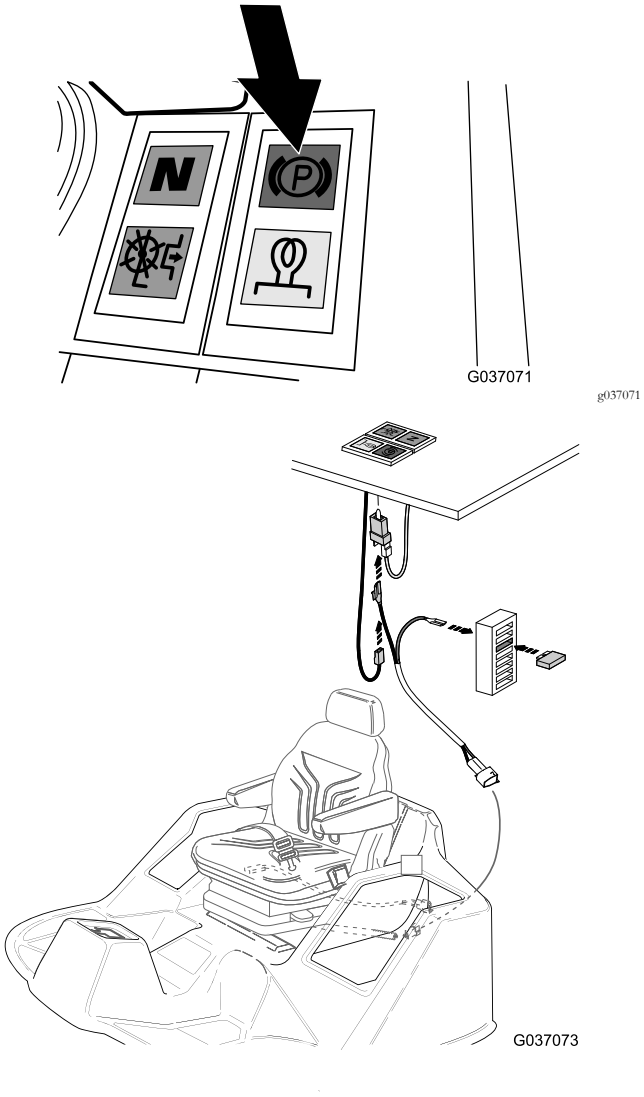
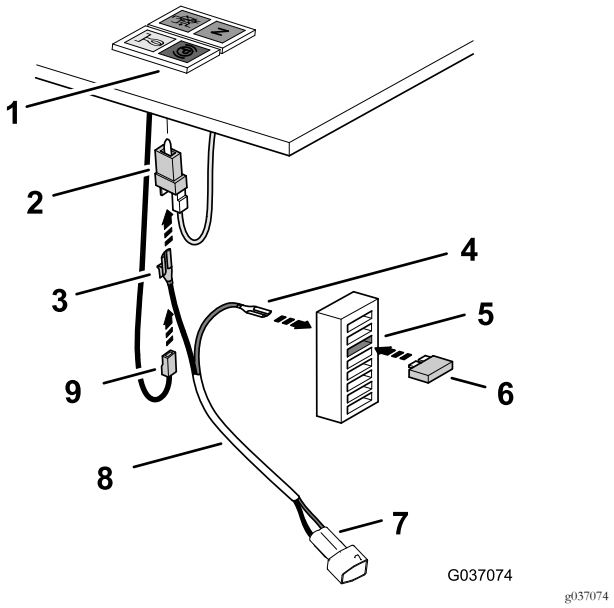

Figure 26
Figure 27
5. Working under the control panel, locate the parking-lamp connector and remove the socket connector for the black wire from the parking-lamp connector (Figure 26).
6. Connect the socket connector for the black wire that you removed in step 5 onto the blade terminal of the piggy-back connector (black wire) of the relay harness (Figure 26 and Figure 27).
7. Connect the piggy-back connector onto the blade terminal of the parking-lamp connector (Figure 27).
8. At the back of the fuse box, connect the socket terminal (red wire) of the relay harness, onto the blade connector of the fuse block at the 3rd fuse position from the top of block (Figure 27).
9. Insert the fuse (10 A) into the 3rd fuse position from the top of the fuse block (Figure 27).